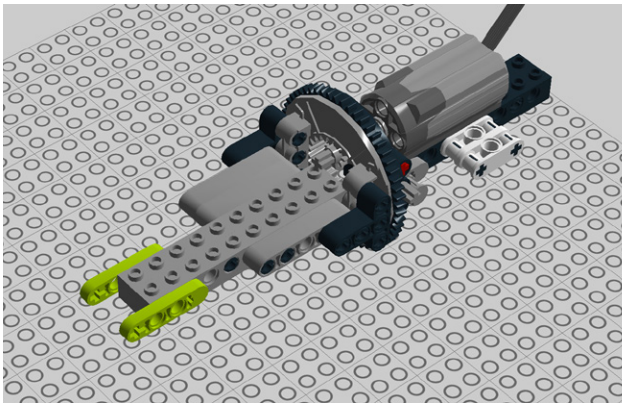

Figure 7-93. *Step 86: Adding lever beams*
86. Add a pair of 4M levers secured with a 3M cross axle as shown in Figure 7-93.